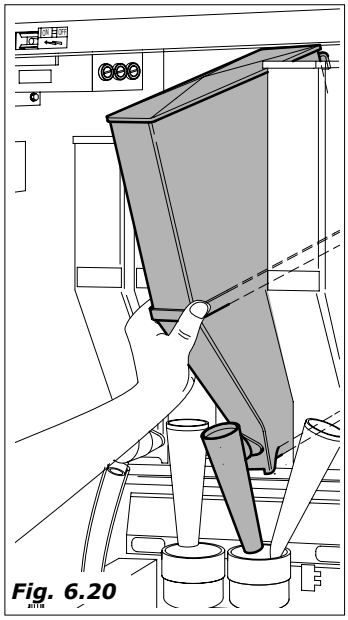

Fig. 6.20
– tirar todos os recipientes produzidos pelo distribuidor *(Fig.6.20)*